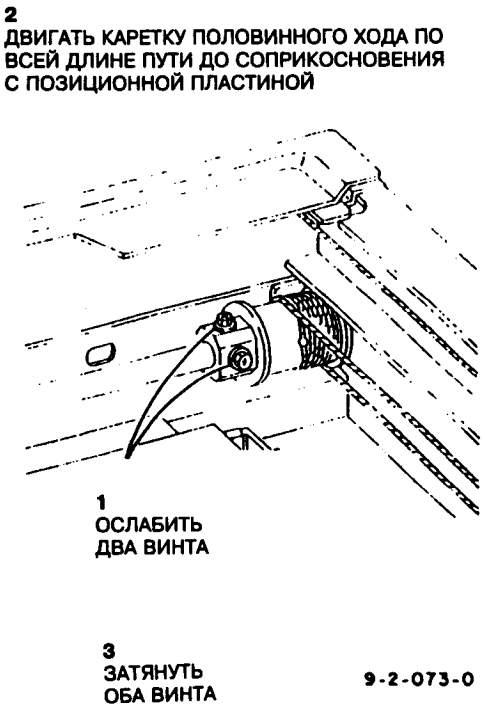

Рис.3 Винты шкива ведущего ролика
(1) Ослабить винт, закрепляющий передний или задний шкив ведущего ролика. Двигать каретку половинного хода, пока она не соприкоснется с позиционной пластиной, затем закрепить каретку (рис.3).